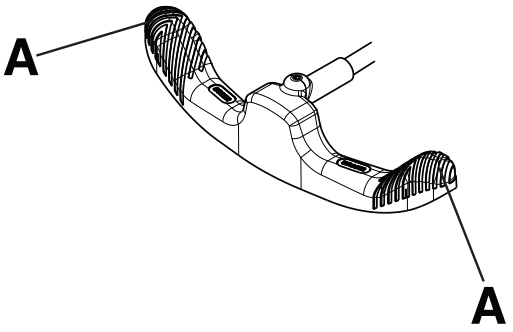

Figura 2 – Funzionamento del pedale freno/sterzo
Nota - Non premere al centro del pedale freno/sterzo. Premere sempre sul lato esterno (A) del pedale freno/sterzo (Figura 2).